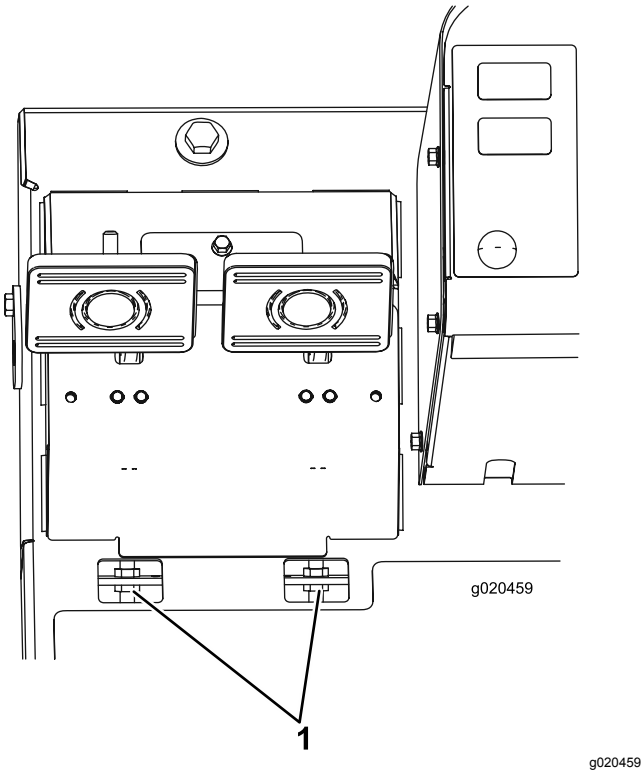

Figur 95
B. Lossa frontmuttern på den gängade änden av bromsvajern (Figur 95).